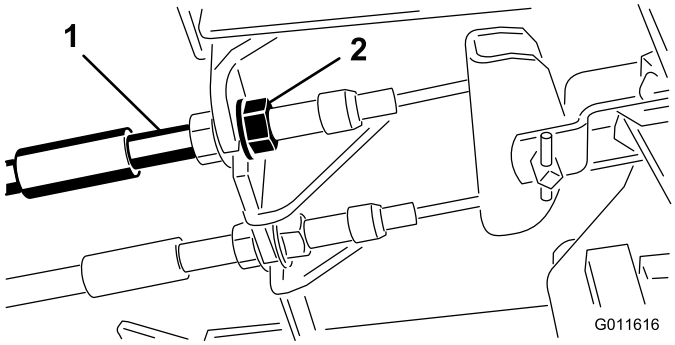

Figuur 70
1. Om de speling op de rempedalen te verkleinen, draait u de remmen vast. Draai hiervoor de voorste moer op het draadeinde van de remkabel los (Figuur 70).